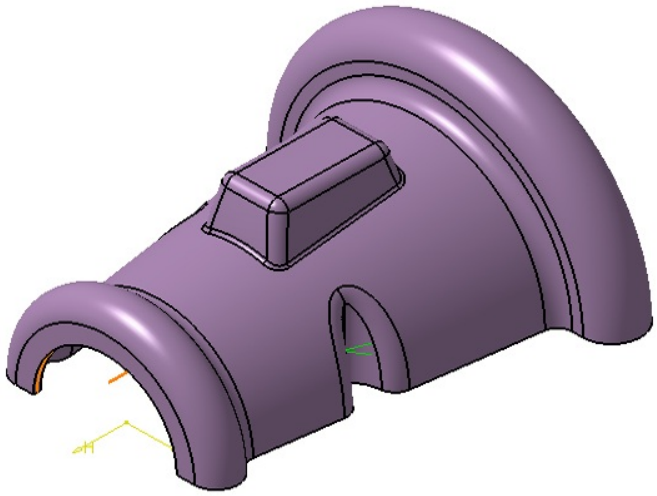
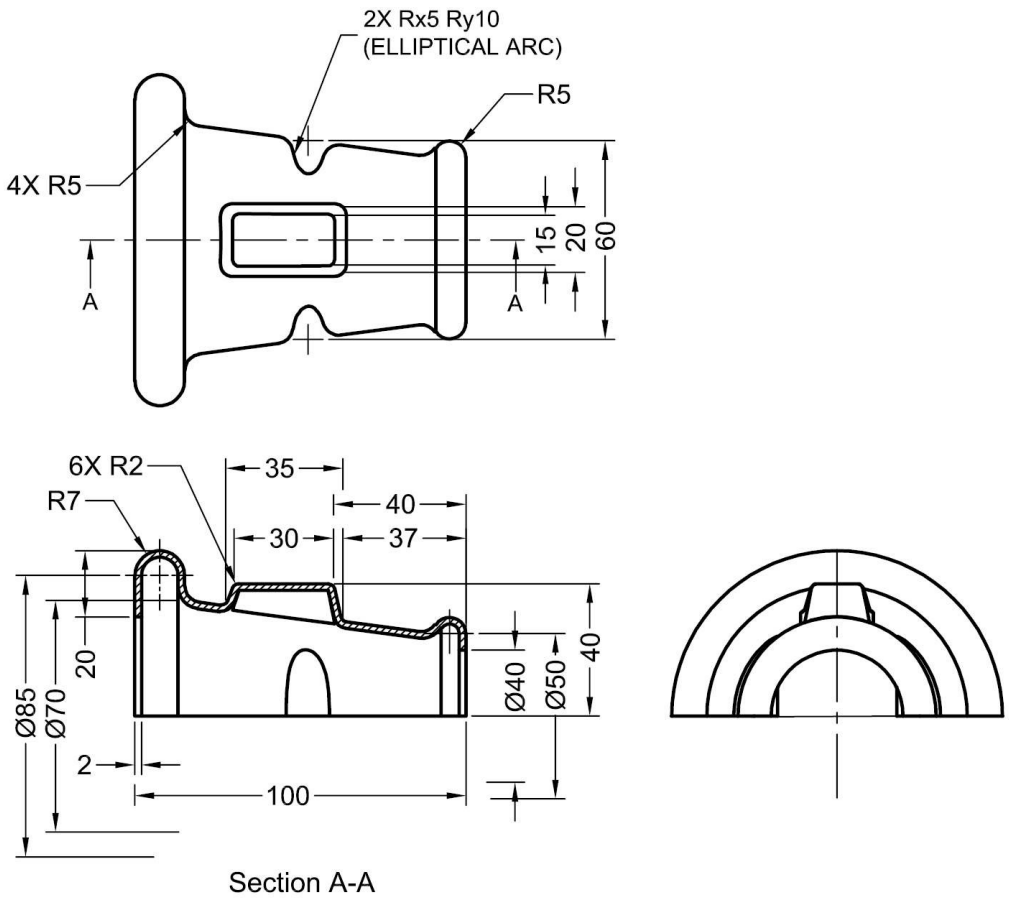
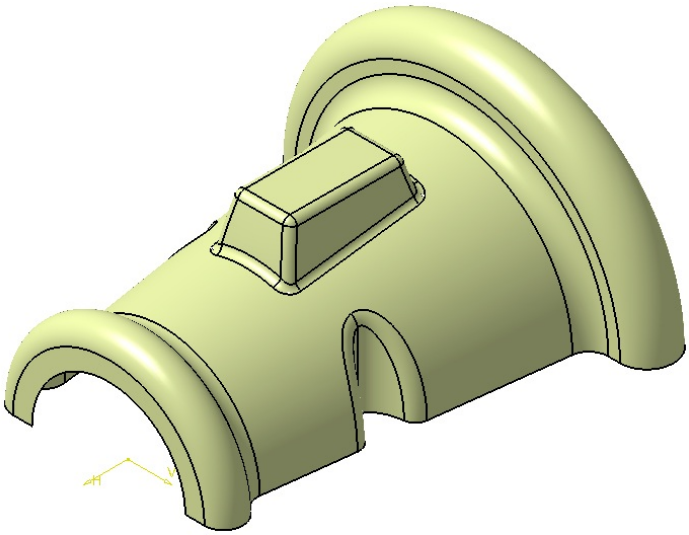

Figure 18-83 *Model for Tutorial 1*
Figure 18-84 *Views and dimensions of the model for Tutorial 1*
Figure 18-100 *Final surface model*
In this tutorial, you will create the model using various tools available in the **Generative Shape Design** workbench. The model to be created is shown in Figure 18-83 and its views and dimensions are shown in Figure 18-84. **(Expected time: 1hr)**
4. Choose the **Edge Fillet** tool from the **Operations** toolbar and add the required fillets to the model. For dimensions of the fillets, refer to Figure 18-84. The final surface model after adding the fillets is shown in Figure 18-100.